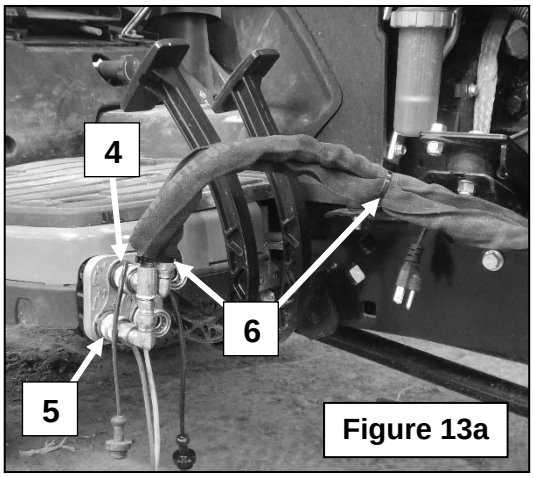

Figure 13a
3. **Figure 13a:** Insérer les anneaux de couleur bleu (item 4) et les anneaux de couleur rouge (item 5) aux endroits indiqués sur la figure 13a.
4. **Figure 13a:** Fixer les deux boyaux hydrauliques avec deux attaches de nylon 8" lg. x 4.8mm (item 6) aux endroits indiqués sur la figure et couper l'excédent.